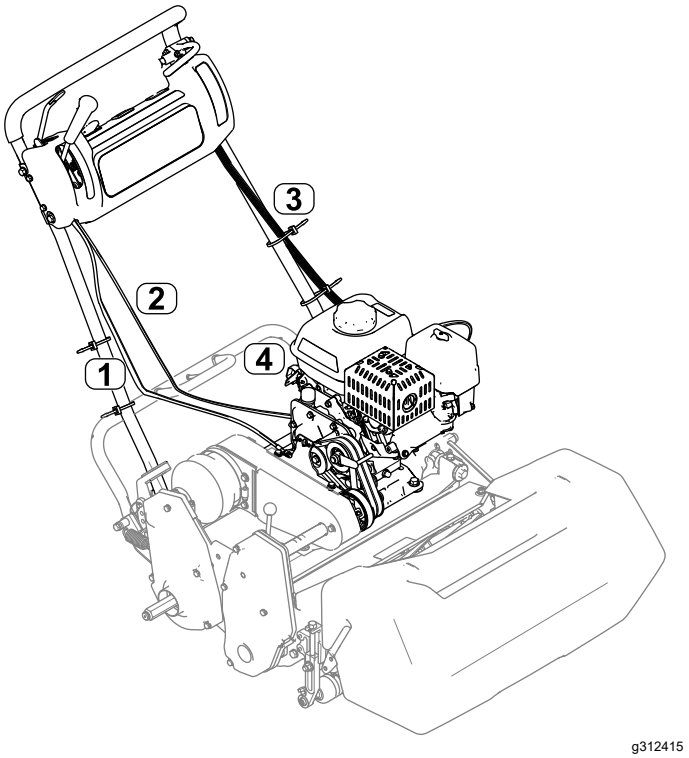

Figura 8
7. Instale el cable del acelerador en la máquina; consulte el *Manual de mantenimiento* de la máquina (Figura 8).
Nota: Observe el enrutado del cable del acelerador, ilustrado en la Figura 8. Enrute el cable por el lado izquierdo del motor y entre la tapa del limpiador de aire y el depósito de combustible.
11. Conecte el arnés de cables al módulo de enclavamiento, y enrute el arnés de cables hacia arriba por el lado izquierdo del manillar (Figura 8).